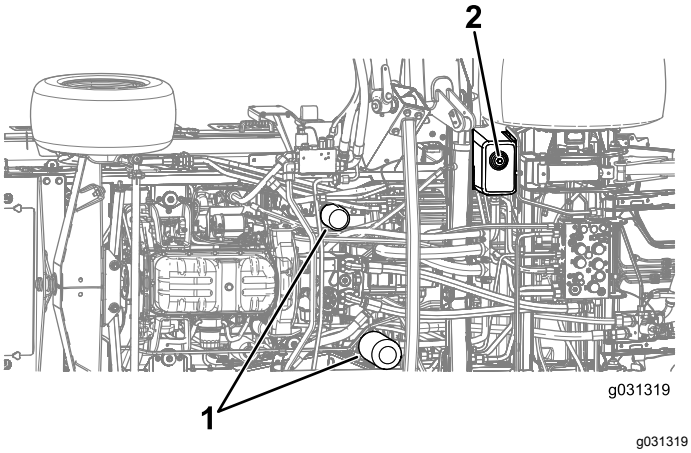

Figur 135
4. Fjern tappepluggen fra bunnen av hydraulikktanken og la hydraulikkvæsken flyte ned i tappefatet (Figur 135).
7. Plasser et tappefat under filteret, og ta ut filteret (Figur 135).